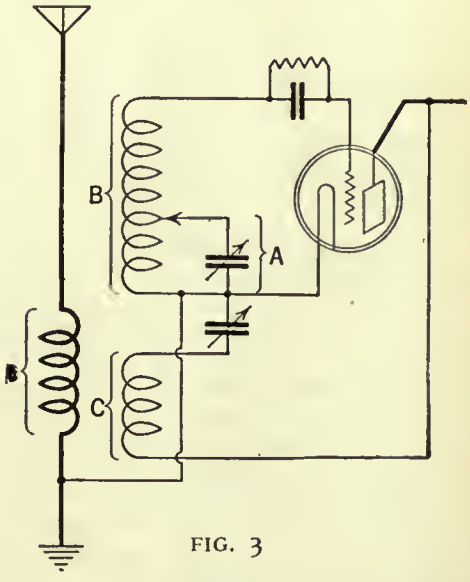

FIG. 3
The diameter of the coils is 3 inches for whatever frequency band the coil is designed to cover. Figs. 3 and 4 show the number of turns to be used for each frequency band. Three coils were used by the author to cover the amateur bands.
Of the Eltz five-tube short-wave super-heterodyne is shown in this illustration. The coils, starting at the lower one, are: (1) A-B; (2) C; (3) D. These letters may be explained by reference to Fig. 3 on this page. The flexible lead for tapping A-B may be clearly discerned
to Fig. 3, it will be also observed that three coils are used. The coil in the plate circuit of the tube preceding the detector and the coil in the grid circuit of the detector comprise the tuning or filter circuit. The coil in the plate circuit of the detector tube is the feed-back coil by means of which the beat note of 1000 cycles is created in the second detector tube.